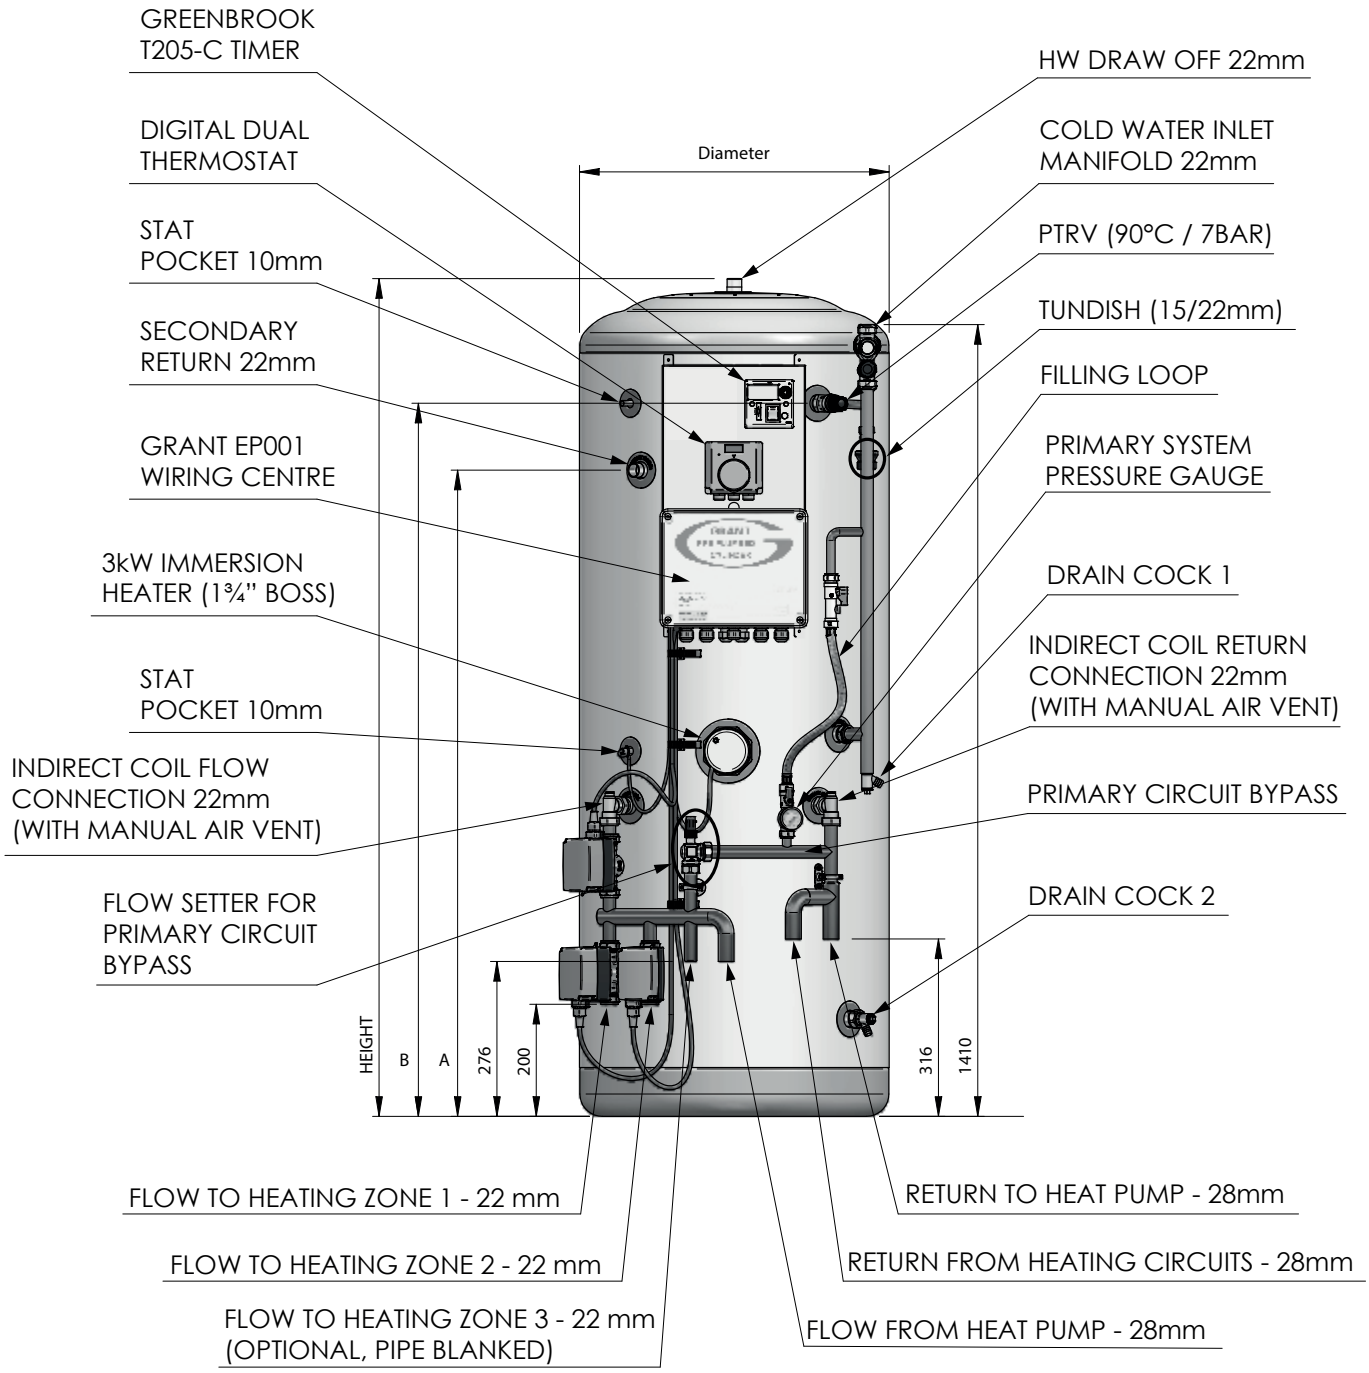
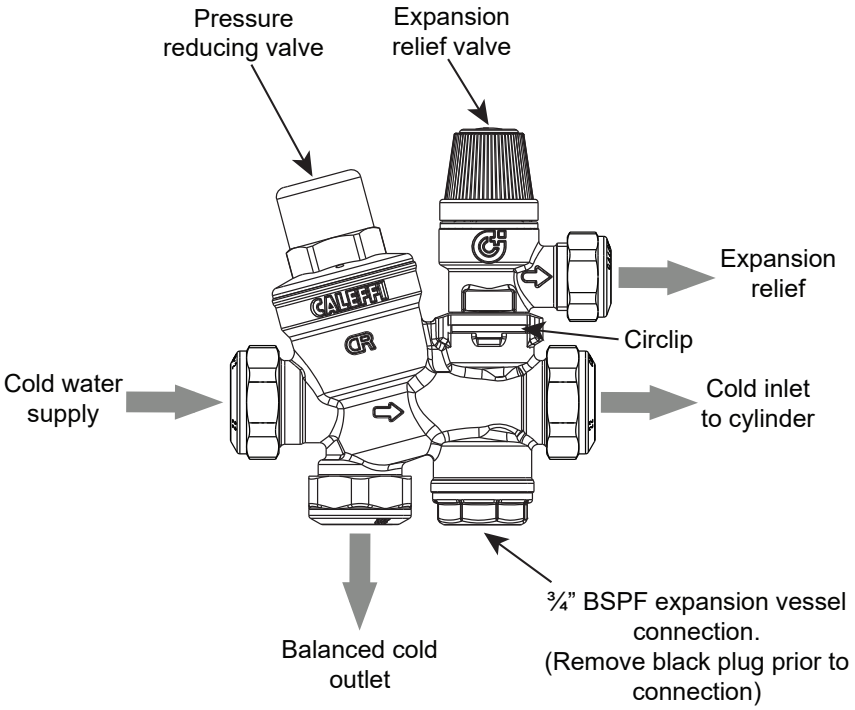

Figure 2-1: Grant Pre-Plumbed QR indirect heat pump cylinder dimensions
Figure 4-1: Cold water inlet manifold
Please refer to Figure 2-1 for positions of the components fitted to these cylinders.
All secondary circuit primary pipework connections to the cylinder MUST be made in accordance with Figure 2-1 and Section 4 (Secondary Circuit Installation).
The ½" drain cock is factory fitted (refer to Figure 2-1 for location) in the cold feed to the cylinder to provide a means of draining the unit.
A balanced cold water connection is provided on the inlet manifold. Refer to Figure 4-1. This should only be used to provide balanced cold supplies to shower valves and mixer taps. If the balanced cold water outlet is not required, blank off this port.
3. Once the pipework is flushed connect the cold supply to the Inlet manifold. Refer to Figure 2-1 for location and Figure 4-1 for a detailed drawing of the manifold.
6. Connect the expansion vessel directly to the ¾" BSPF connection in the inlet valve manifold body, after removing the black plastic plug (see Figure 2-1 for location and Figure 4-1 for a detailed drawing of the manifold). Refer to Section 4.4 for more information on fitting the expansion vessel.
7. The expansion relief drain and the T&P relief valve are both connected to the tundish (see Figure 2-1). This pipework must be connected to a safe visible discharge point via the tundish (supplied fitted) and the pipework must have a continuous fall. Refer to Sections 4.9 to 4.13 for further information on the Tundish and Discharge pipe.
The preferred method of connection is to hard pipe the expansion vessel directly to the ¾" BSPF connection in the inlet valve manifold body using 22mm diameter pipe. Refer to Figure 4-1.
1. Remove the black plastic plug from the inlet manifold body (refer to Figure 4-1).